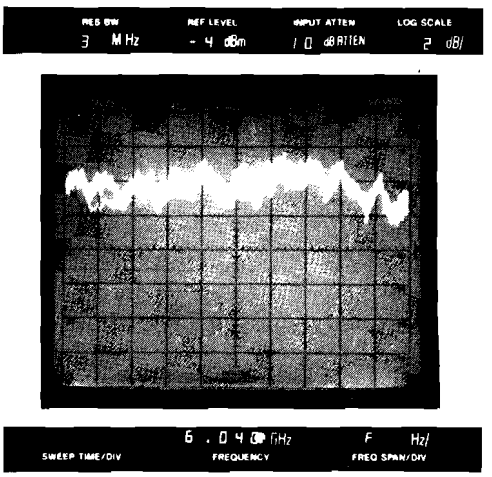

Figure 5-51. Frequency Response Adjustment CRT Display
x. Adjust A20R12 B3A and A20R13 B3B for a CRT trace with minimum slope and an average level two divisions below top horizontal graticule line (Figure 5-51).